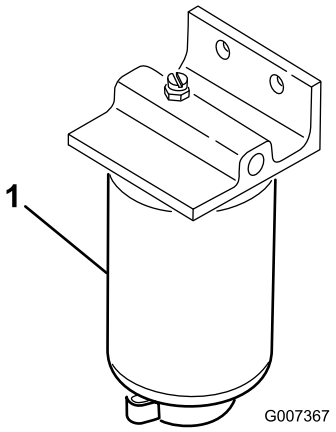

**Figur 46**
1. Placera en ren behållare under bränslefiltret (Figur 46).
2. Rengör området där filterskålen ska monteras (Figur 46).